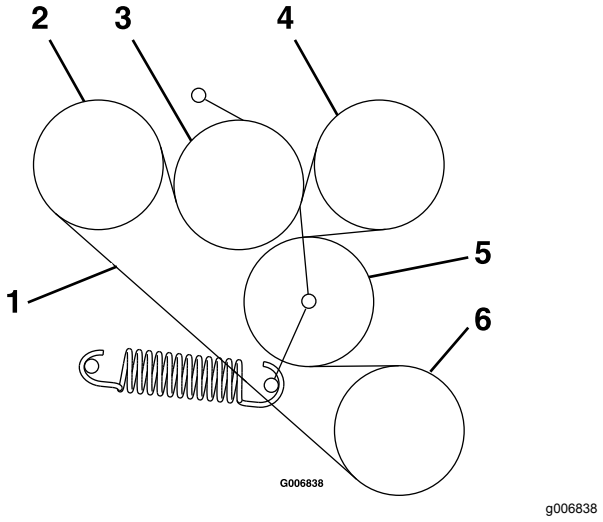

Figuur 61
6. Leid de nieuwe riem op de schijven zoals getoond op de sticker achterop de linkerkap van de aandrijving (Figuur 61).